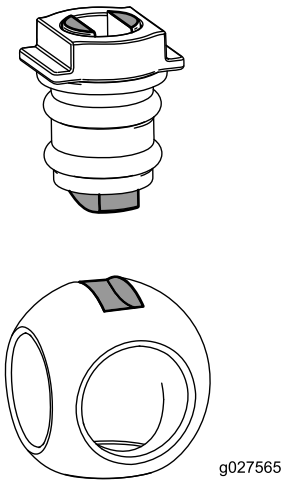

Figura 142
6. Inserte la bola en el cuerpo de la válvula (Figura 142).
Nota: El vástago de la válvula debe encajar en la ranura de accionamiento de la bola. Si el vástago de la válvula no encaja, ajuste la posición de la bola (Figura 142).